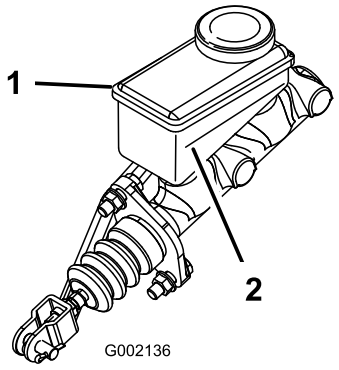

Figuur 50
2. Kijk aan de zijkant van het reservoir. Het peil moet hoger staan dan de Minimum-streep (Figuur 50). Als het vloeistofpeil te laag is, moet u de omgeving van de dop reinigen, de dop verwijderen en het reservoir vullen tot boven de Minimum-streep. Niet te vol vullen.